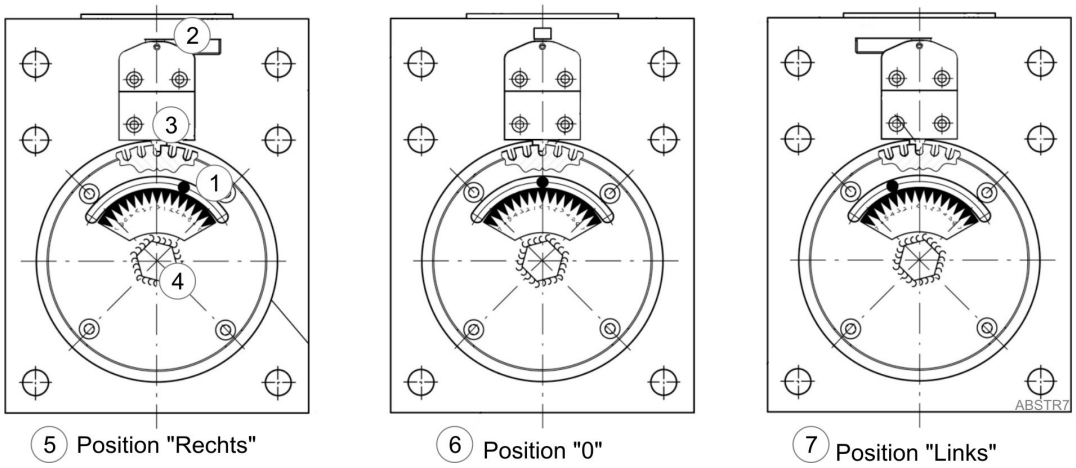

Fig. 7 Positionen des Arretierhebels
- Vorspannen gemäss Fig. 7, Position „Rechts“ oder Position „Links“